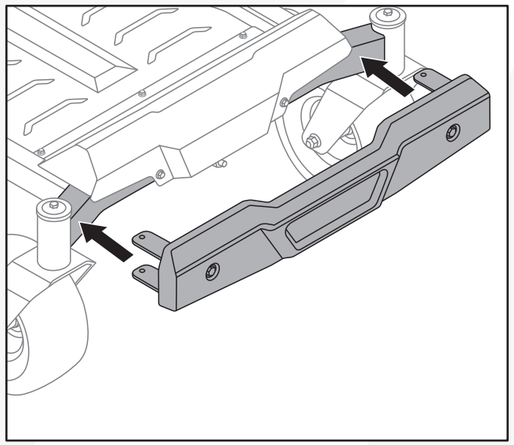
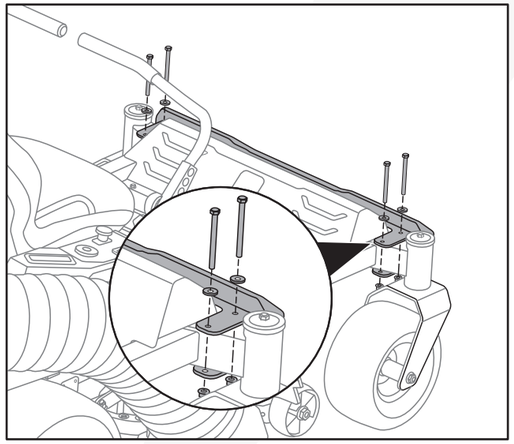

Fig. 15
Fig. 16
2.Inserte el contrapeso en la parte delantera de la base de la podadora y asegúrelo con tornillos (M8 x 95), arandelas y tuercas (M8) en ambos lados. (Fig. 15/Fig. 16)